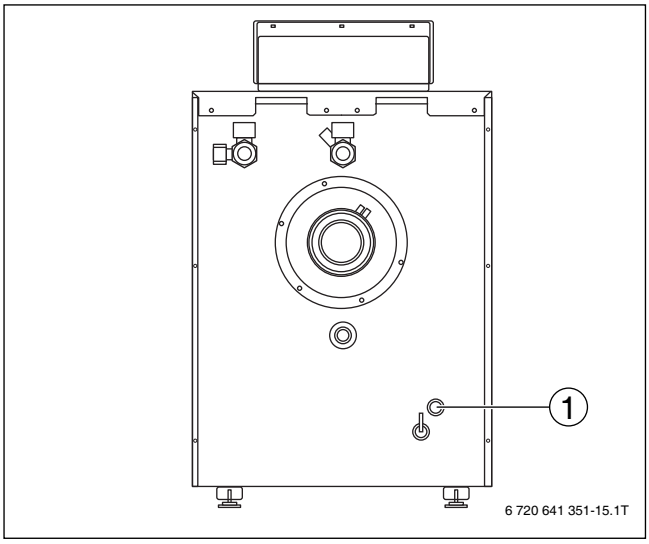

Bild 29 Rückansicht GB145
▶ Ölleitung am Öl-Absperrventil (→ Bild 29, [1]) montieren.